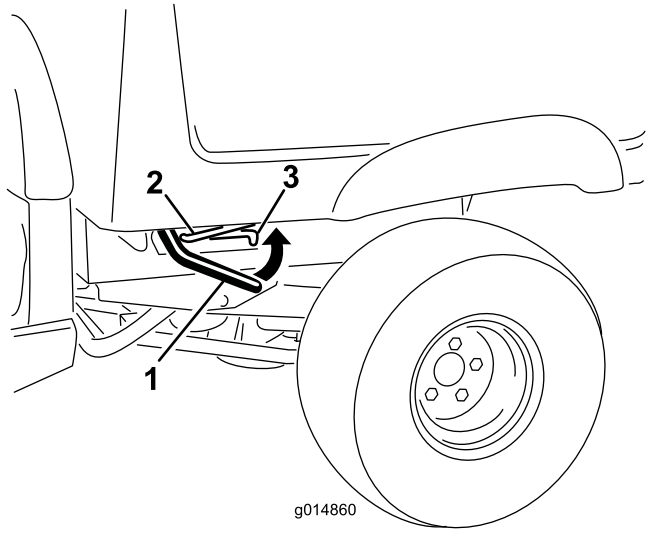

Figur 10
1. Hev låsespaken på nær fremste hjørne på begge sider av kassen, og hev kassen (Figur 10).
2. Sikre lastekassen ved å dra støttestangen inn i den bakre sperren på enden av sporet som er i maskinens venstre ramme (Figur 10).
1. Hev lastekassen litt ved å heve låsespaken (Figur 10).
2. Trekk støttestangen ut av sperresporet (Figur 10).
3. Senk kassen til den låses på plass (Figur 10).